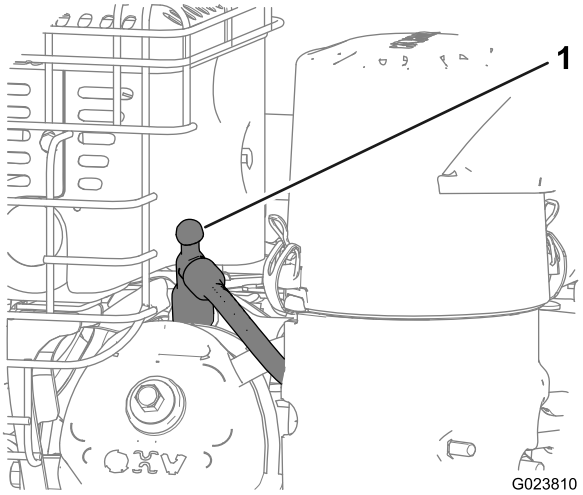

Figur 19
3. Frakobl tændrørskablet fra tændrøret, og hold det væk fra tændrøret for at forhindre utilsigtet motorstart (Figur 19).